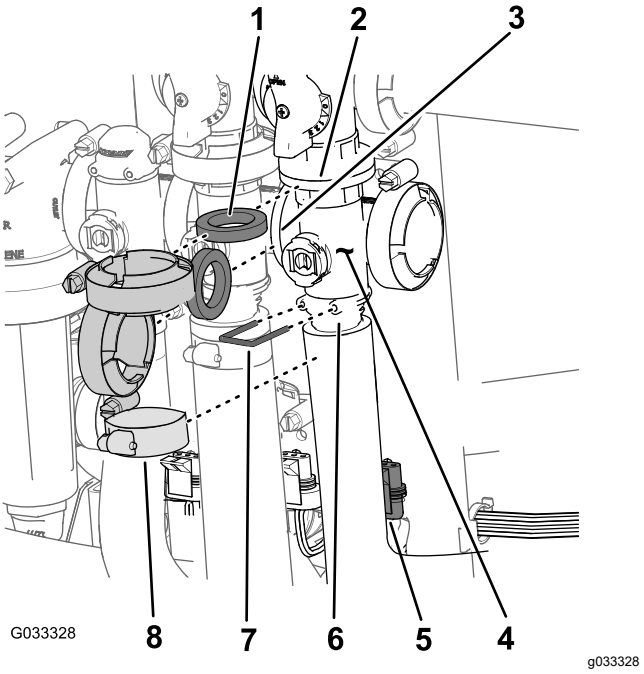

Figura 72
1. Remova as braçadeiras e juntas que prendem o coletor da válvula da seção principal (Figura 72) à válvula de desvio da seção principal, válvula de agitação e válvula do coletor da seção principal (na extremidade da mangueira do medidor de fluxo).
2. Remova o retentor que prende o encaixe de saída ao coletor para a válvula da seção principal (Figura 72).